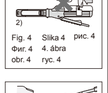

Fig. 5 Slika 5 рис. 5
a. Remove the cartridge cover. (Fig. 5)